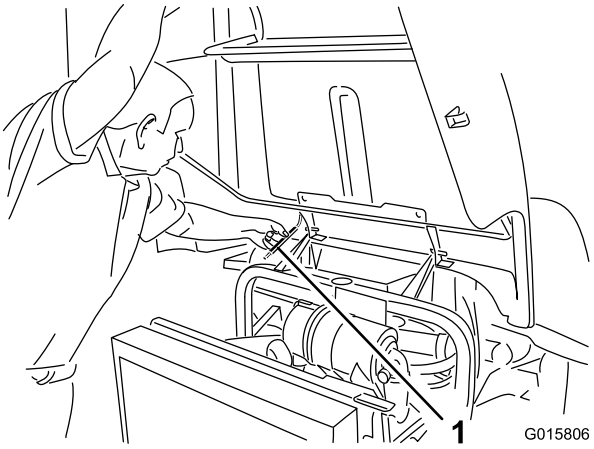

Figur 38
2. Hæv motorhjelmen, så støttepinden kan placeres bag rammerøret (Figur 38).